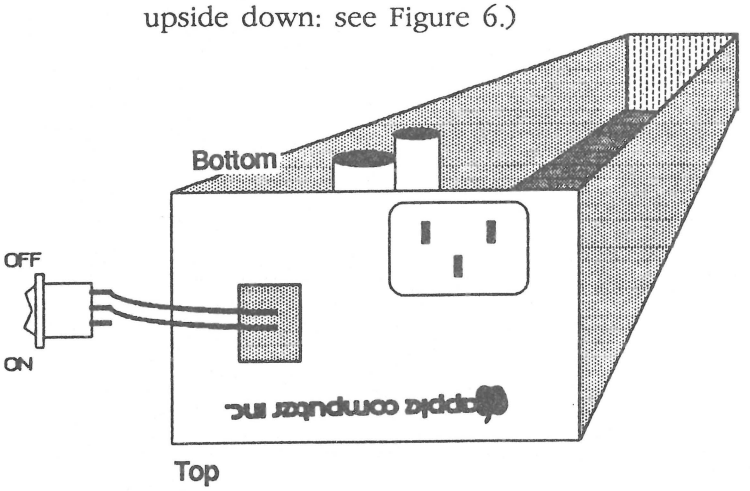

FIGURE 6
- The open terminal will now mark the "ON" side.Orient it toward the top of the case. (See Figure 6.-next page- If you are working with the cover off, the case will be upside down.)
- Make sure that "ON" (marked on the switch) is toward the top of the case. (If you are working with the cover off, the case will be upside down: see Figure 6.)